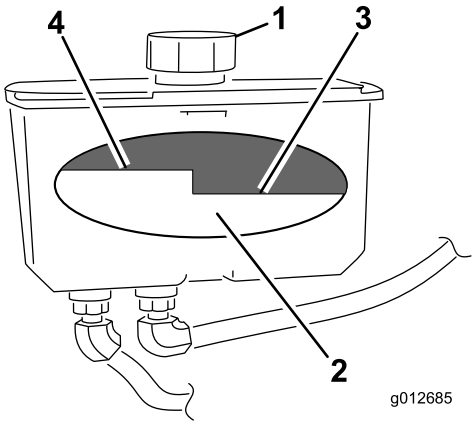

**Figuur 74**
4. Reinig de omgeving van de vulbuis en de dop van de hydraulische tank (Figuur 74).
5. Verwijder de dop van de vulbuis. Kijk in de vulbuis om het vloeistofpeil in het reservoir te controleren. (Figuur 74).
**Opmerking:** Het vloeistofpeil moet aan de bovenkant van de Warm-markering op de keerplaat staan als de vloeistof warm is (Figuur 74).